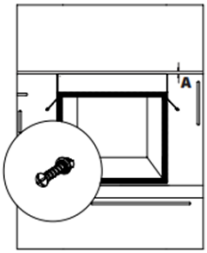

Figure 5
- After installation, the clearance that shall be left between the bottom of the counter and the top of the appliance is indicated by ‘’A’’ in Fig. 5. The clearance is for ventilation and should be closed.
- Secure the oven to the furniture using the screws supplied with the appliance. Screws shall be installed by putting them through the plastics attached on the frame of the appliance as shown in Fig. 5. The screws shall not be tightened too much. Otherwise, the screw holes may wear out.